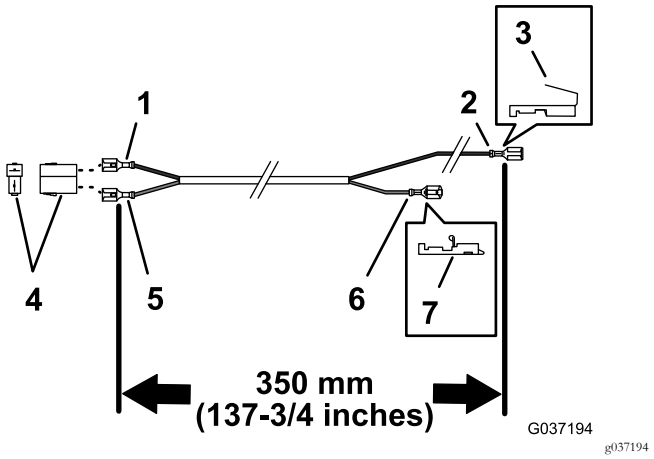

Figura 25
1. Localice el arnés de cables de 350 cm (sin terminal de anillo), tal y como se muestra en la Figura 25.